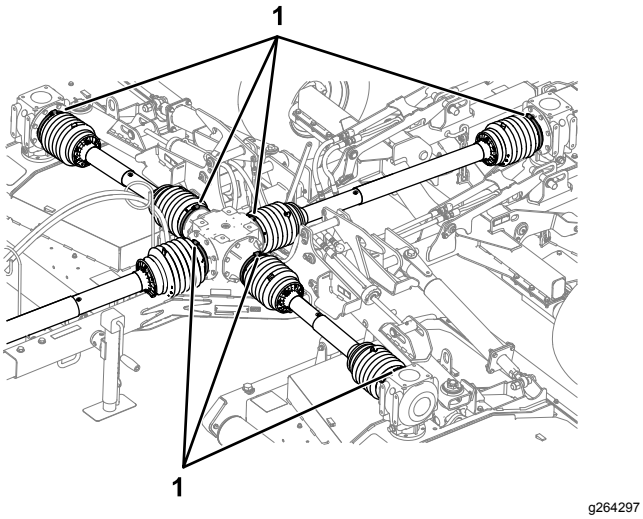

Figur 22
7. Kontrollera att de sju slangklämmorna fäster drivaxelskydden på mittklippdäckets och det bakre klippdäckets växellåda (Figur 22).